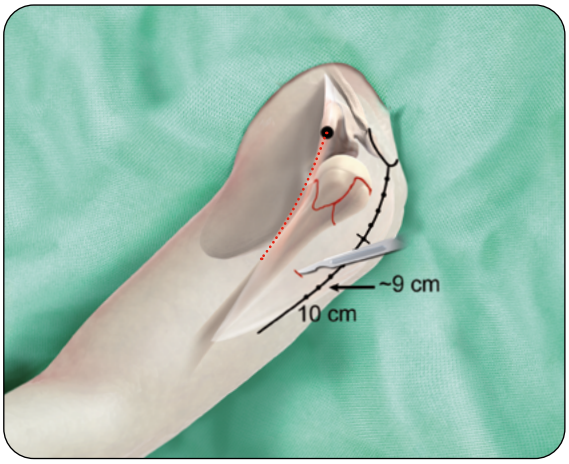

Fig. 8
1) Idealmente, o primeiro fio deve estar aproximadamente 9cm distalmente à borda lateral do acrômio e aproximadamente 1cm anterior a essa linha. O ponto de inserção é geralmente anterior, alinhado à área da abordagem deltopeitoral (veja a linha vermelha pontilhada). Isso evita lesão ao nervo axilar **(Fig. 8)**.